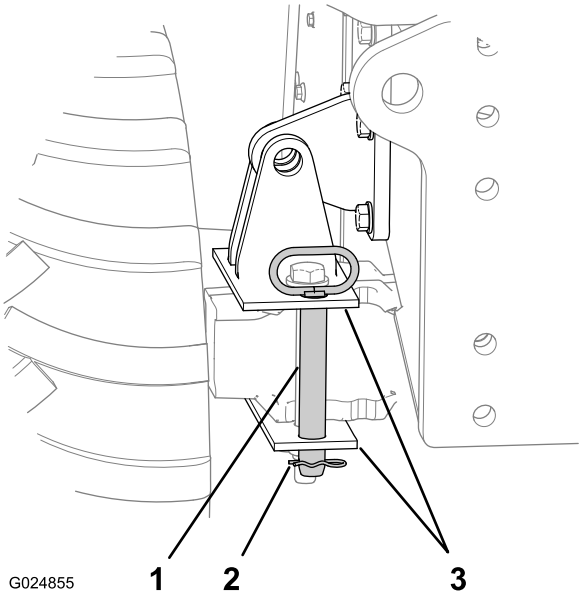

Figura 50
2. Rimuovete la coppiglia dal perno di blocco dell'inclinazione (Figura 50).
1. Inserite il perno di blocco dell'inclinazione attraverso i fori verticali nella staffa di blocco dell'assale (Figura 50).
2. Fissate il perno alla staffa di blocco con la coppiglia (Figura 50).